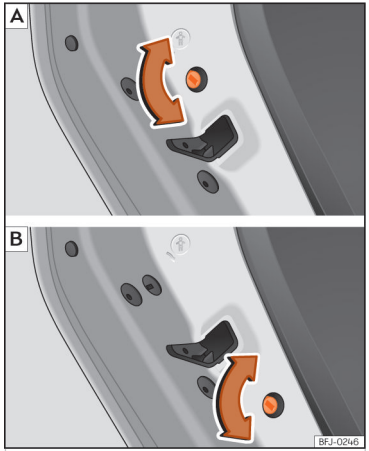

Abb. 54 Kindersicherung in der linken Tür (symmetrisch in der rechten Tür). Je nach Version oder Land ist im Fahrzeug die Modellvariante A oder B verbaut.
- Drehen Sie bei geöffneter Tür den Schlitz mit dem Fahrzeugschlüssel an den linken Türen im Uhrzeigersinn ››› (Abb. 54) und bei den rechten Türen gegen den Uhrzeigersinn.
- Drehen Sie bei geöffneter Tür den Schlitz mit dem Fahrzeugschlüssel an den linken Türen gegen den Uhrzeigersinn ››› (Abb. 54) und bei den rechten Türen im Uhrzeigersinn.